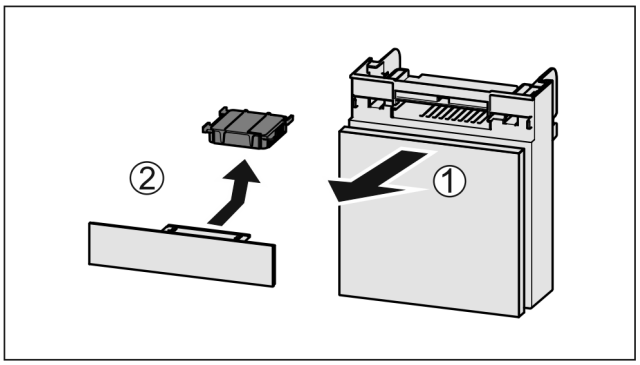

Fig. 207
▶ 向前拉出 *Fig. 207 (1)*抽屉。
▶ 取出 *Fig. 207 (2)*活性炭过滤器。